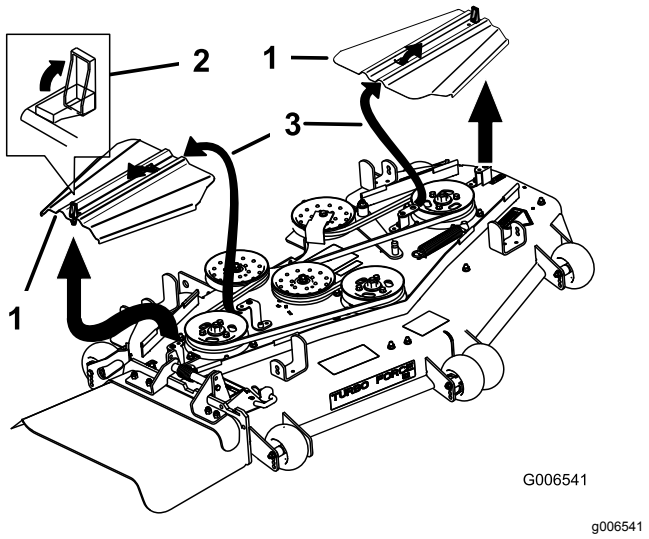

Figuur 87
5. Verwijder de aandrijfriemkappen (Figuur 87).